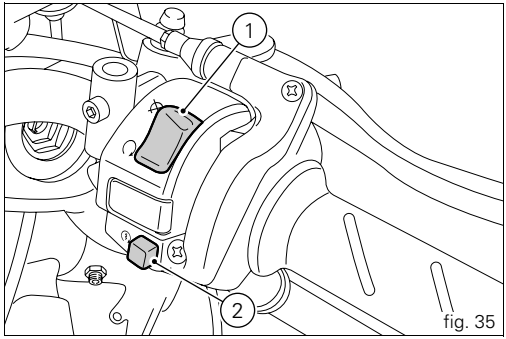

fig. 35
1) if the code is recognised, the protection system releases the engine lock. When you press the START (2, fig. 35) switch, the engine will start up.
Right-hand handlebar switch (fig. 35)